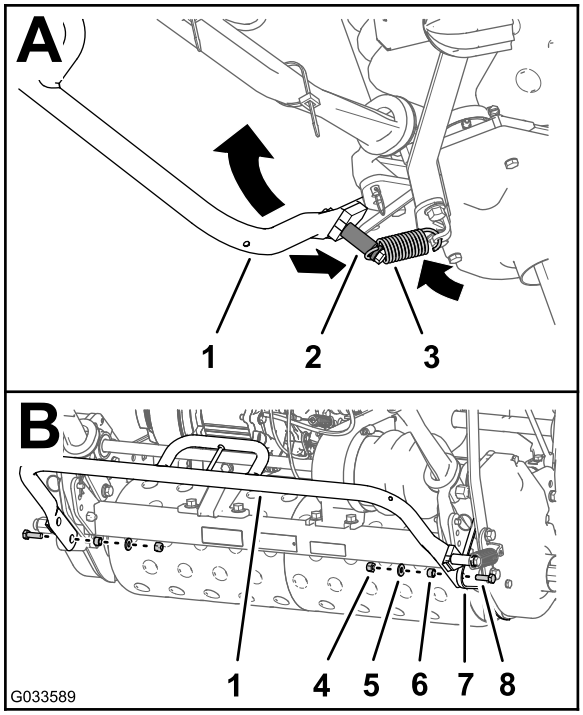

Figur 8
12. Sæt den frie ende af fjederen fast på støttebenets fjederstang (A i Figur 8).
13. Fastgør støttebenet til sidepladerne ved hjælp af låsemøtrikkerne, spændeskiverne, afstandsklodserne og skruerne (5/16 x 1 tomme), som du gemte i trin 1 (B i Figur 8).